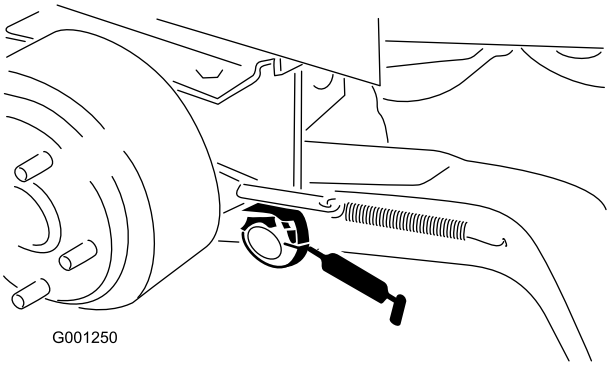

Figur 40
- Løftearmens drejebøsninger (Figur 40)